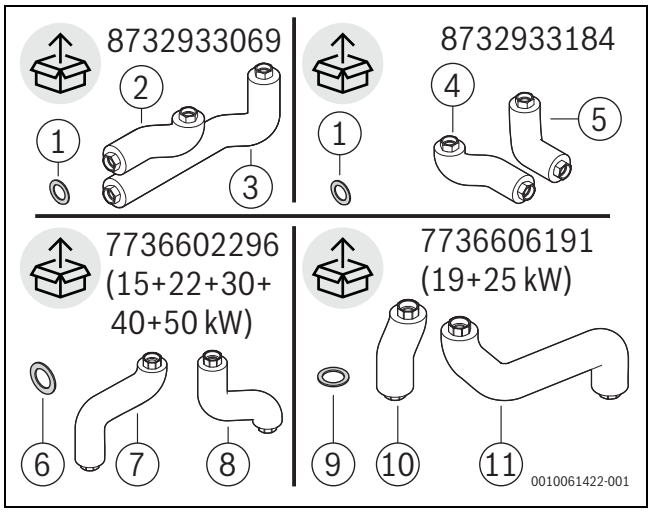

Fig. 3 Assemblages de la tuyauterie en option
- Assemblage de la tuyauterie pour le raccordement de la pompe à chaleur sur le côté (gauche, droite ou à l'arrière), selon la variante d'installation ; → fig. 3, [1 – 5]).
- Assemblage de la tuyauterie pour le raccordement des kits de circuit de chauffage (→ fig. 3, [6 – 11]).